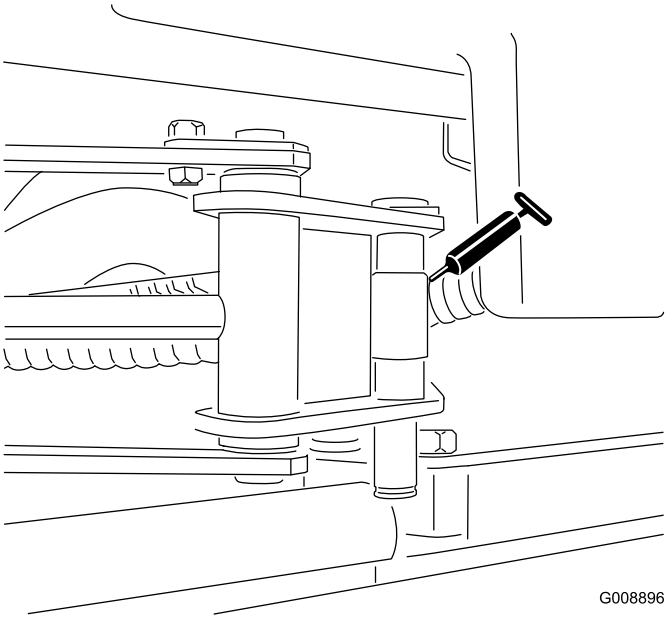

**Figur 49**
- Sylinderender på siden (2: kun modell 03170) (Figur 49)